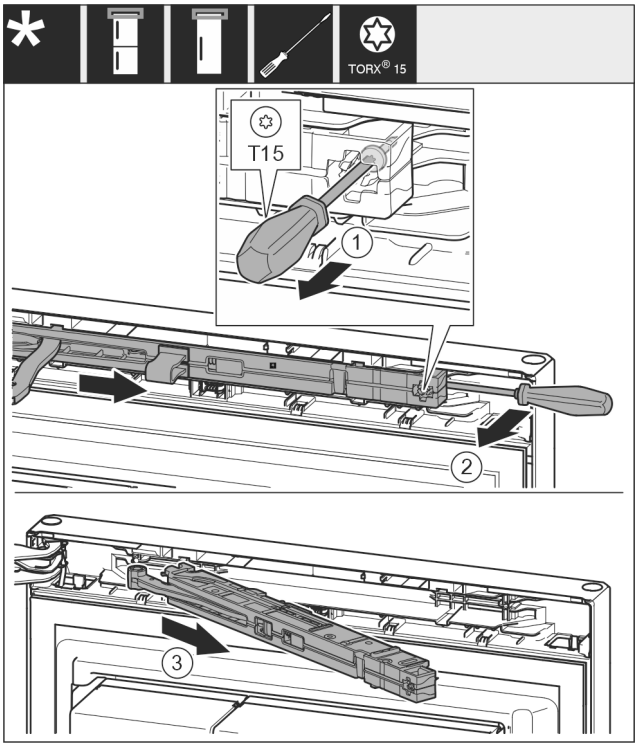

Fig. 12
- ▶ Schroef *Fig. 12 (1)* op sluitdemperunit met een schroevendraaier 14 mm losdraaien.
- ▶ Hef de sluitdemperunit *Fig. 12 (2)* aan de greepzijde naar voren met een schroevendraaier.
- ▶ Sluitdemperunit *Fig. 12 (3)* uittrekken.